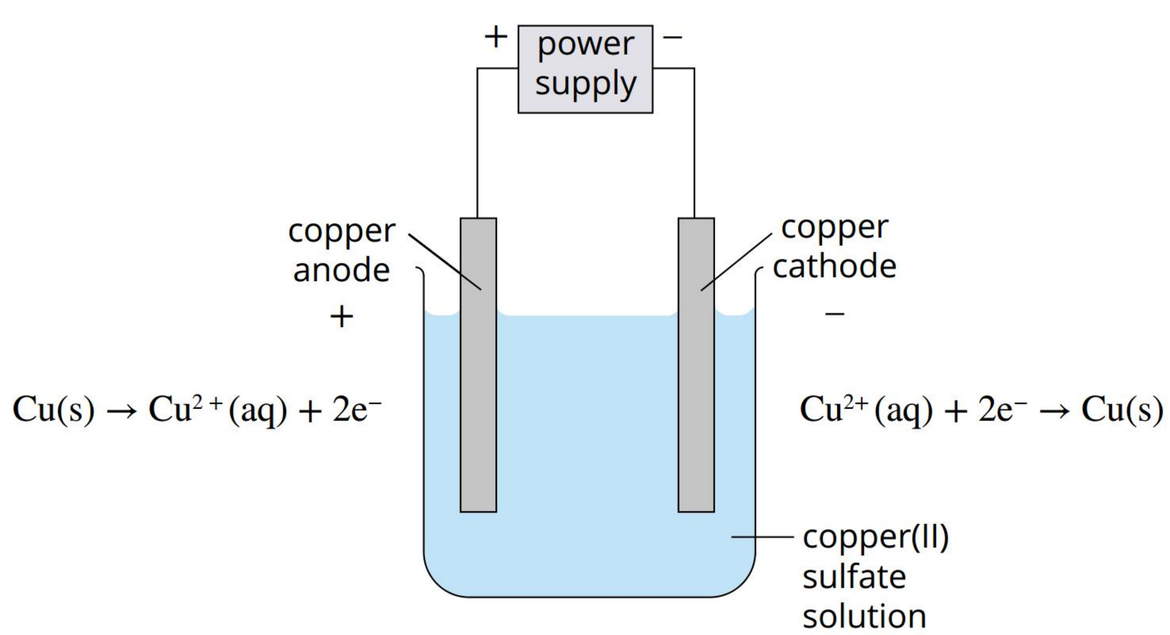

FIGURE 7.1.6 Electrolysis of copper(II) sulfate solution
Consider the electrolysis of a 1.0 mol L^{-1} solution of copper(II) sulfate using copper electrodes, as shown in Figure 7.1.6. With water present in the cell, as well as $Cu^{2+}(aq)$ and the copper electrodes, the following species might react (Note that $SO_4^{2-}(aq)$ ions do not react under these conditions):